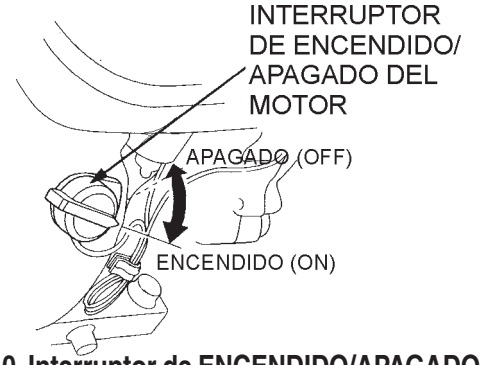

Figura 10. Interruptor de ENCENDIDO/APAGADO ON/OFF del motor
2. Coloque **el interruptor del motor *ON/OFF ENCENDIDO/ APAGADO*** (Figura 10) a la posición "ON" ENCENDIDO.
2. Coloque el ***interruptor del motor ON/OFF ENCENDIDO/ APAGADO*** (Figura 10) a la posición de "***OFF***"**APAGADO**.